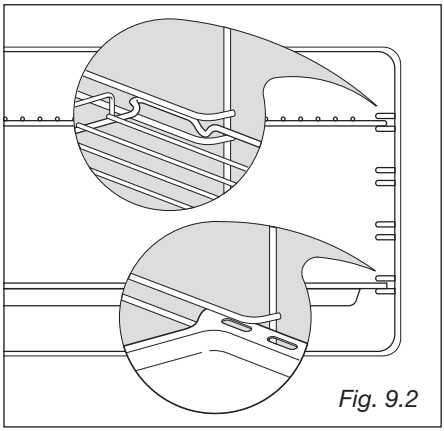

Fig. 9.2
- Montare i telai laterali fissandoli alle pareti del forno con 2 viti (Fig. 9.2).
- Infilare in mezzo alle guide dei telai laterali la leccarda e la griglia come in figura (fig. 9.2).